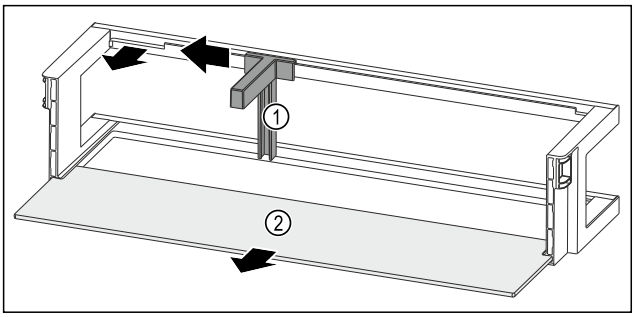

Fig. 160 带瓶托和搁板的门边存放架
▶ 将瓶托 *Fig. 160 (1)*推至槽边。
▶ 取出瓶托 *Fig. 160 (1)*。
▶ 取出搁板 *Fig. 160 (2)*。